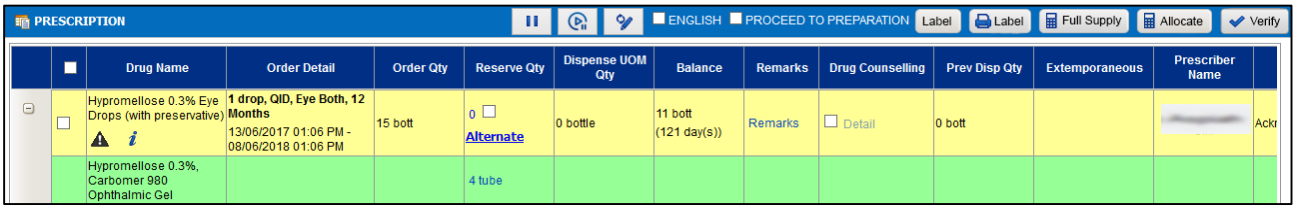

Figure 3.2.3-5 Updated Prescription
*Alternate drug field will change to green color as per **Figure 3.2.3-5.***